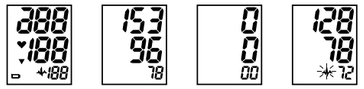

Bild 1 Bild 1-1 Bild 1-2 Bild 1-3
a. När du har applicerat manschetten och kroppen befinner sig i en bekväm position, trycker du på "START"-knappen. Ett pip hörs och alla visningstecken visas för självtest. Se bild 1. Kontakta servicecentret om segment saknas.